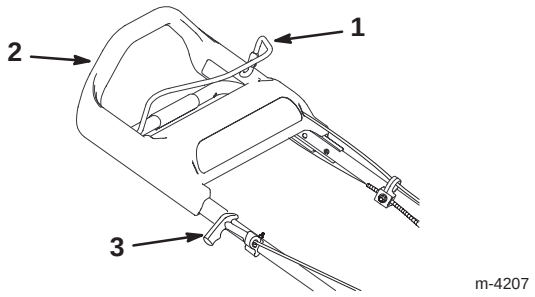

Bild 7
Der Startergriff und die Steuerstange befinden sich am oberen Griffteil, siehe Bild 7.
4. Ziehen Sie leicht am Startergriff, bis Sie einen Widerstand spüren. Ziehen Sie ihn dann kräftig durch (Bild 7). Lassen Sie das Seil langsam zum Griff zurücklaufen.